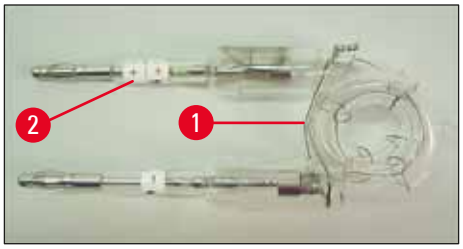
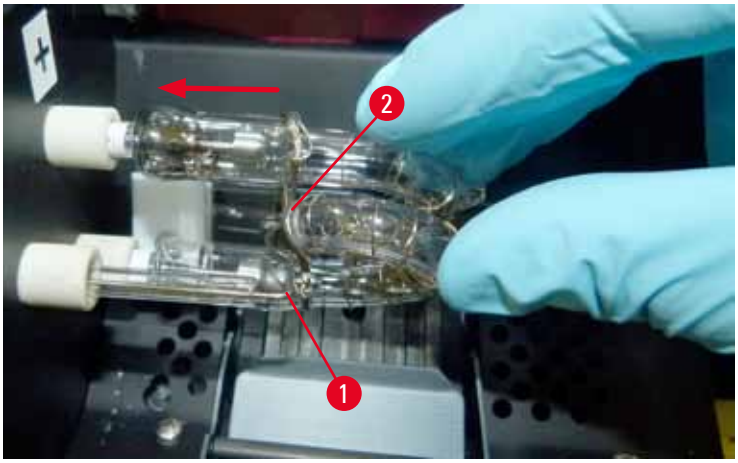

Fig. 21
Fig. 23
2. Sæt den nye blitzlampe (→ "Fig. 21") i fatningen (→ "Fig. 20-3"). Tryk den derefter forsigtigt så langt ind, den kan komme (→ "Fig. 23") (polaritetsmærket (+) må ikke være synligt). Bevæg om nødvendigt forsigtigt blitzlampen op og ned.